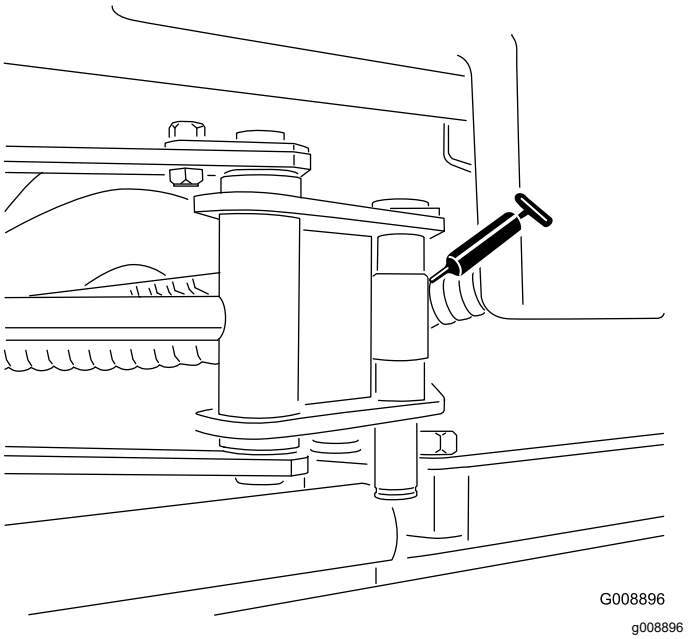

Figur 62
- Sidewinder-cylinderändar (två nipplar, endast på modell 03171 – Figur 62)